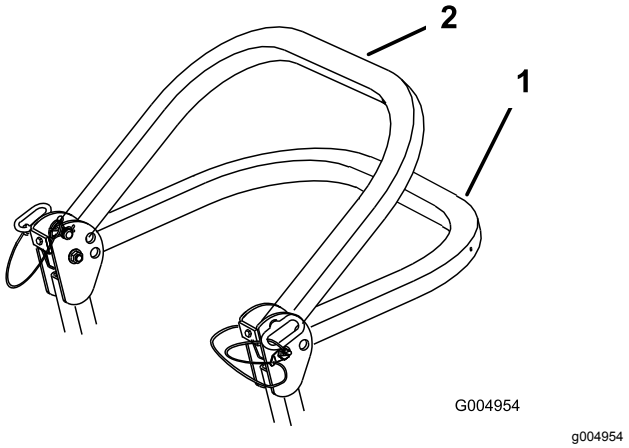

Figur 10
2. Sänk ned störtbågen till nedfällt läge (Figur 10).
Obs: Det finns två nedfällda lägen. Se Figur 10.